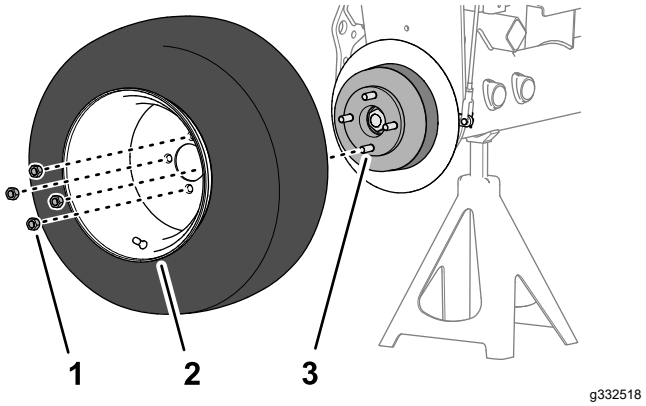

Figure 63
1. Retirez les 4 écrous qui fixent la roue avant au moyeu, et déposez la roue (Figure 63).